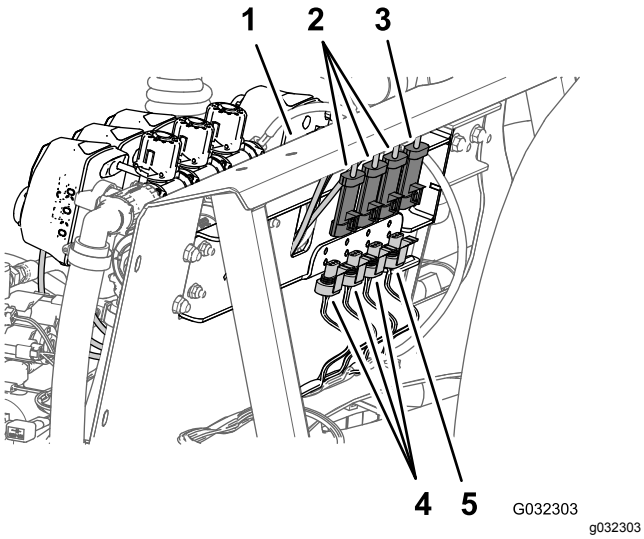

**Figur 37**
2. Bagest på manifoldbeslaget frakobles konnektoren med 3 sokler fra omrøringsventilen og konnektorerne med 3 sokler fra de 3 bomsektionsventiler (Figur 37).